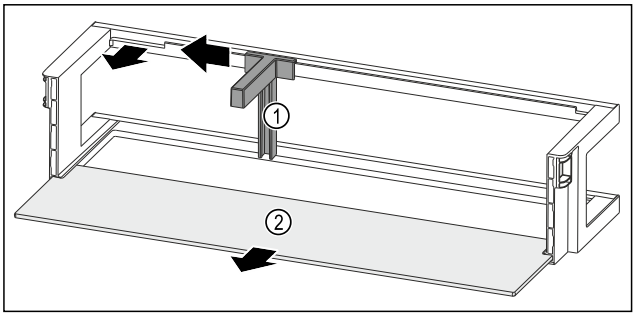

Fig. 203 Balconnet de contre-porte avec range-bouteilles et tablette de rangement
▶ Pousser le range-bouteilles *Fig. 203 (1)* sur le côté jusqu'à l'évidement.
▶ Retirer le range-bouteilles *Fig. 203 (1)*.
▶ Retirer la tablette de rangement *Fig. 203 (2)*.